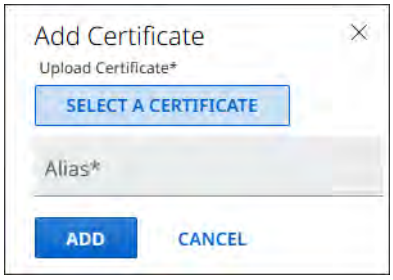

Figure 82. Add Certificate Dialog Box
NOTE: If you need to install a supplicant certificate, click **`ADD A NEW CERTIFICATE`** (Ⓐ). The Add Certificate dialog box opens (see figure 82). Load a valid certificate as follows:
1. Click **ADD A NEW CERTIFICATE** (see **figure 82**, Ⓐ). The Add a Certificate dialog box opens (see figure 84).